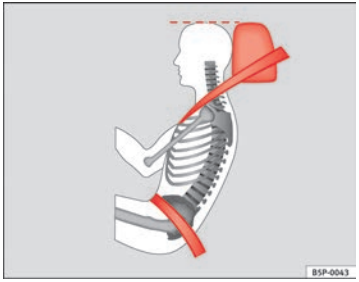

Fig. 13 Correct belt web and head restraint positions, viewed from side
- **The lap part of the seat belt must lie across the pelvis, never across the stomach. The seat belt must lie flat and snugly on the pelvis ⇒ page 24, fig. 13. Pull the belt tight if necessary to take up any slack.**